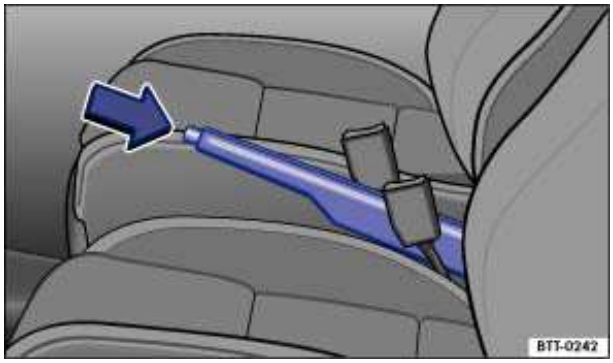

Fig. 107 Between the front seats: Parking brake.
- Pull the lever up slightly and press the release button ⇒ fig. 107 (arrow).